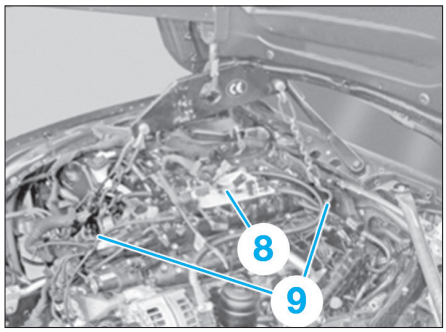

Fig. 107
• Débrancher le flexible de dépression (7) des supports moteur.
• Empêcher le faisceau de câbles du moteur (8) de tomber **(Fig.107)**.